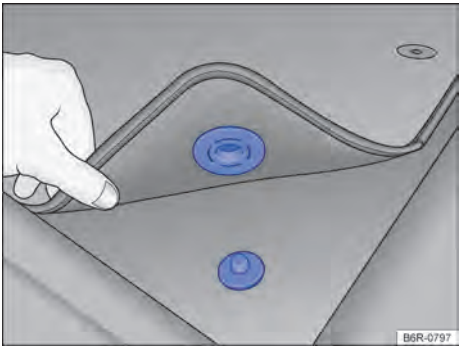

Fig. 22 Tapete dianteiro do lado do condutor com fixação no pino do carpete.
- ✓ Acomodar bem o tapete na área para os pés do lado do condutor de modo que não obstrua a área dos pedais. O tapete dianteiro do lado do condutor pode ter fixação no pino do carpete → Fig. 22.